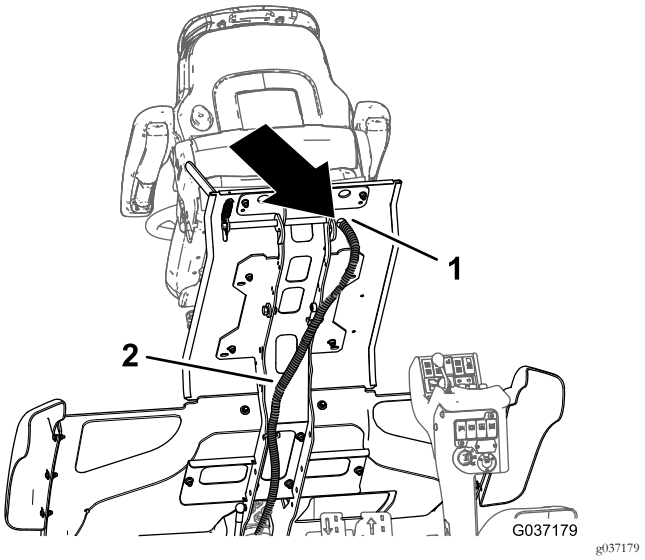

Figura 29
1. Dirija el arnés de cables de la máquina que desconectó en el paso 1 de 2 Retirada del asiento (página 4) a través del orificio en la plataforma del operador (Figura 29).
4. En la parte inferior de la plataforma, dirija el conector hembra de 2 vías (cables negros y rojos) del arnés de cables del kit de 400 cm a través del orificio en la plataforma situada detrás del asiento; consulte la Figura 29.